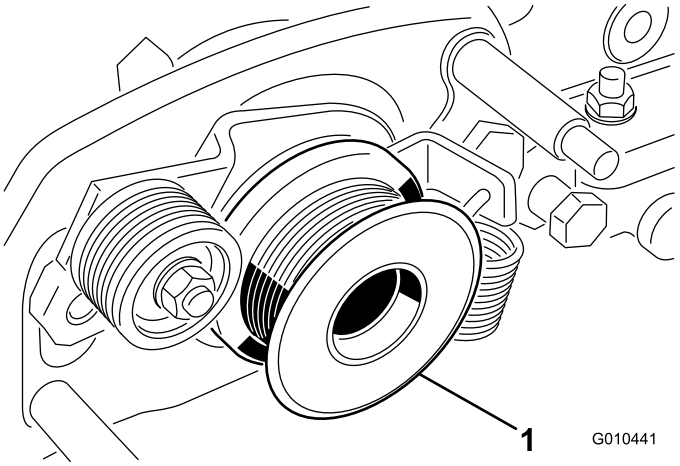

Figura 34
7. Remova a polia da transmissão do rastelo do eixo do rolo (Figura 34).